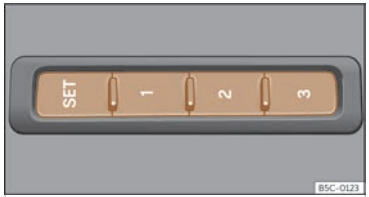

Fig. 103 Sur le côté extérieur du siège conducteur : touches de mémoire.
- Appuyez sur la touche SET pendant plus de 1 seconde >>> fig. 103.